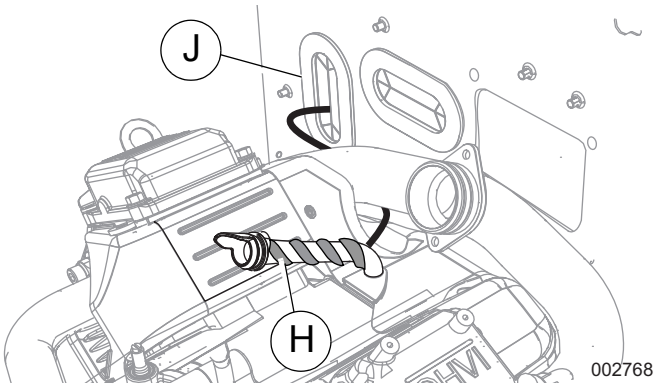

Figura 10. Envoltura de la manguera del generador (11 a 22 kW)
5. Vea la *Figura 10*. Enrolle el calefactor con el respiradero (H) alrededor de la manguera del respiradero, con una separación uniforme tal y como se muestra, con los cables conductores en la parte inferior. Una vez instalado, envuelva el calentador y manguera del respiradero con cinta de silicona (provista) para fijar el calentador.